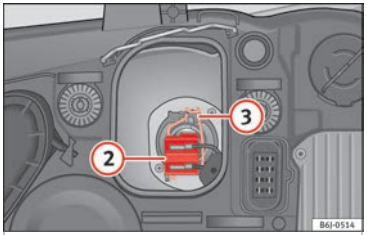

Fig. 97 Dipped beam headlights.
– Remove connector ››› Fig. 97 ② from the bulb.
– Unclip the retainer spring ››› Fig. 97 ③ pressing inwards to the right.